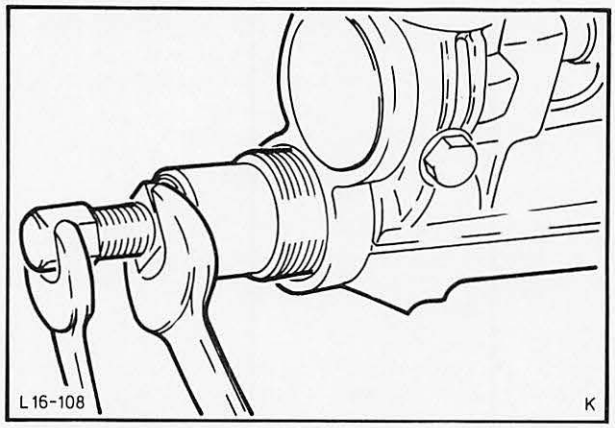

Abb. 131 Radialdichtung – Getriebeverlängerung mit Spezialwerkzeug 17-001 ausziehen („B"-Getriebe)
2. Mit zurückgedrehter Spindel Spezialwerkzeug 17-001 bis zur festen Anlage in den Dichtring einschrauben. Durch Eindrehen der Spindel Dichtring herausziehen, dabei Werkzeug mit einem Gabelschlüssel festhalten, Abb. 131.